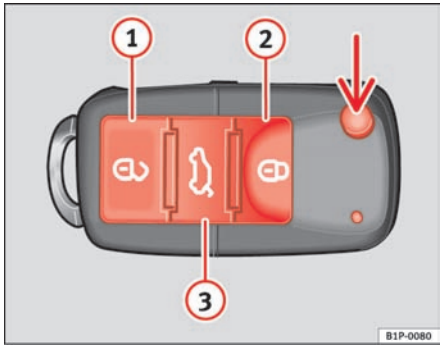

Fig. 63 Assignment of buttons on the remote control key
Using the button ⇒ fig. 63 (arrow) on the control, the key shaft is released.
Unlocking the vehicle 🔓 ⇒ fig. 63 (1). The doors and the tailgate are unlocked.
Locking the vehicle 🔒 ⇒ fig. 63 (2).
Unlocking the tailgate. Press the button ⇒ fig. 63 (3) until all indicators on the vehicle briefly flash. When the unlocking button (3) is pressed, 2 minutes remain for opening the door. Once this time has passed, it will lock once more.
Also, the battery indicator on the key ⇒ fig. 63, will flash.
– Lock the vehicle using the driver side door lock with the remote control key ⇒ page 100, fig. 63.